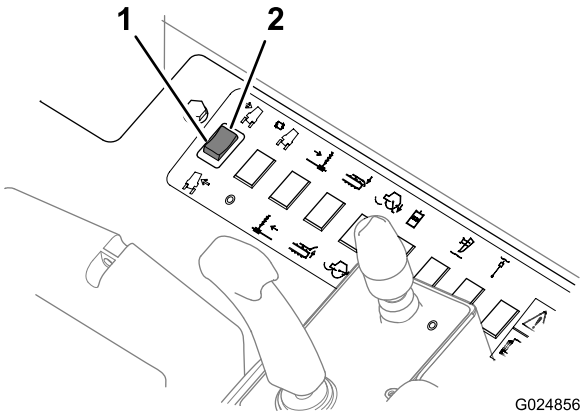

Rysunek 51
- Naciśnij górną część tego przełącznika (Rysunek 51), aby przechylić maszynę w prawo na pochyłym terenie.
- Naciśnij dolną część tego przełącznika (Rysunek 51), aby przechylić maszynę w lewo na pochyłym terenie.